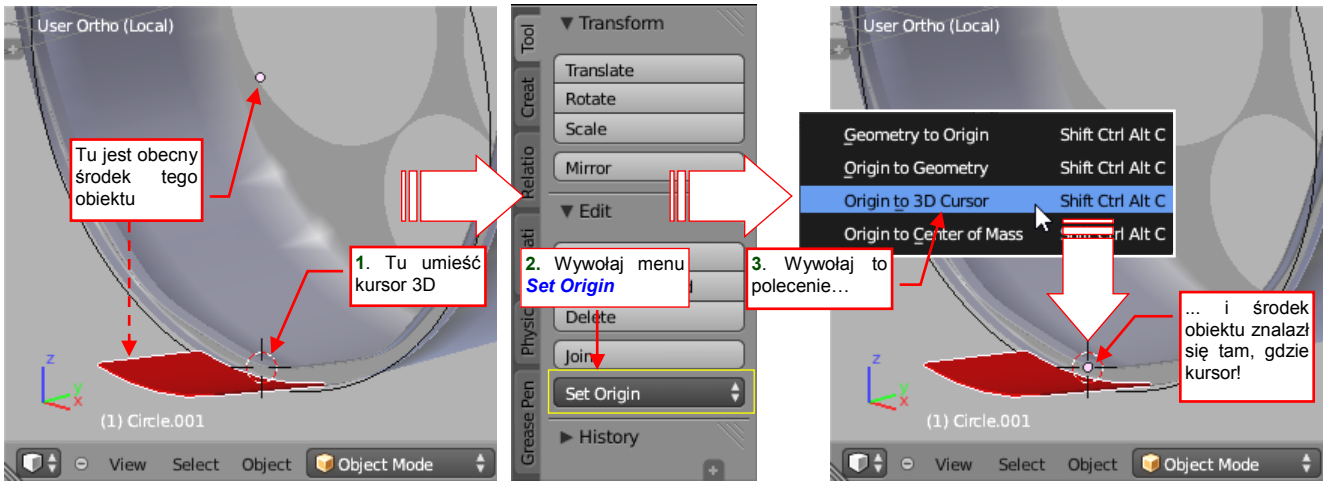

Rysunek 5.13.1 Zmiana położenia środka obiektu
Stosunkowo często pojawia się konieczność zmiany położenia środka obiektu względem jego siatki. Najszybciej możesz to zmienić w następujący sposób (Rysunek 5.13.1):
- Wywołaj polecenie ***Origin to 3D Cursor***. Możesz to zrobić listy rozwijalnej *Set Origin* zakładki *Tools* przybornika *Toolshelf* (T — jak pokazuje to Rysunek 5.13.1) albo z menu ***Object→Transform***;